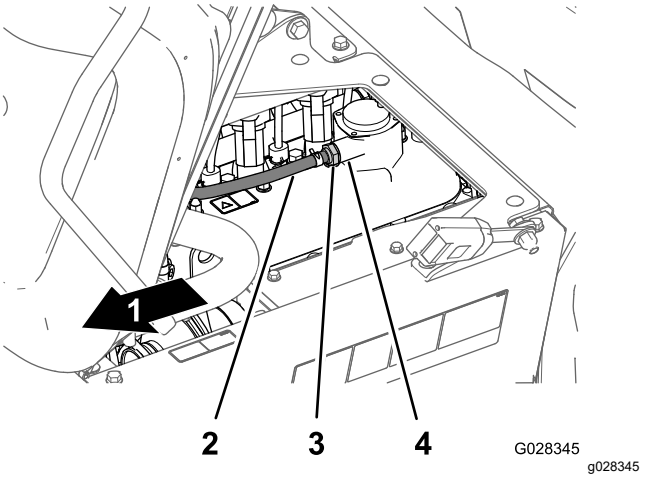

Figura 81
2. Retire la válvula PCV del acoplamiento de la tapa de válvulas (Figura 81).
no está libre y no suena al sacudirse, sustituya la válvula PCV (Figura 81).
4. Introduzca la válvula PCV hasta que quede correctamente asentada en la junta del acoplamiento de la tapa de válvulas (Figura 81).